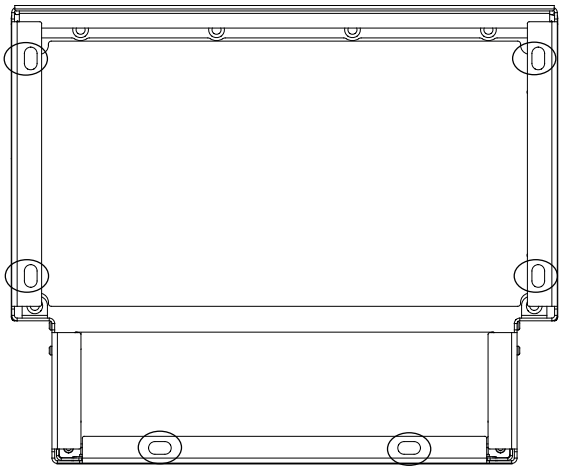

图 4.3 地面上的底座安装点
3. 将底座安置在地面上并使用 6 个螺栓通过安装孔固定。请参考*图 4.3* 中画圆圈的区域。